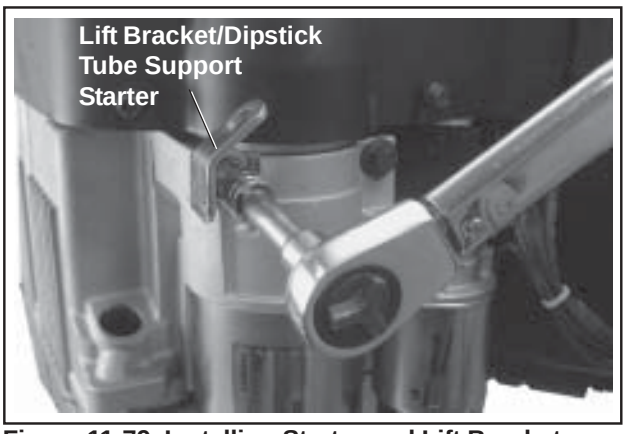

Figure 11-79. Installing Starter and Lift Bracket.
1. Install the starter motor using the two hex flange screws. Position the lift bracket as shown to also secure the dipstick tube. See Figure 11-79. Some inertia-drive starters have a pinion cover and spacers on the starter bolts.